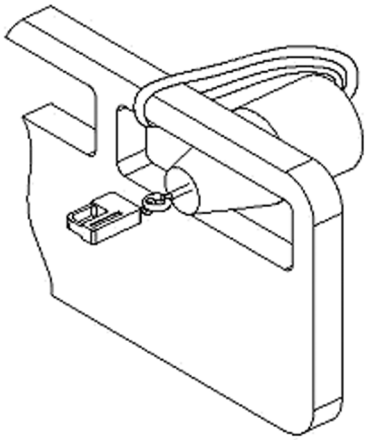

Figure 3: Test 1, within rail.
2. From inside the rail, insert the cone, small end first, into the largest opening in the rail. Try to pull the tool through the space (figure 3).